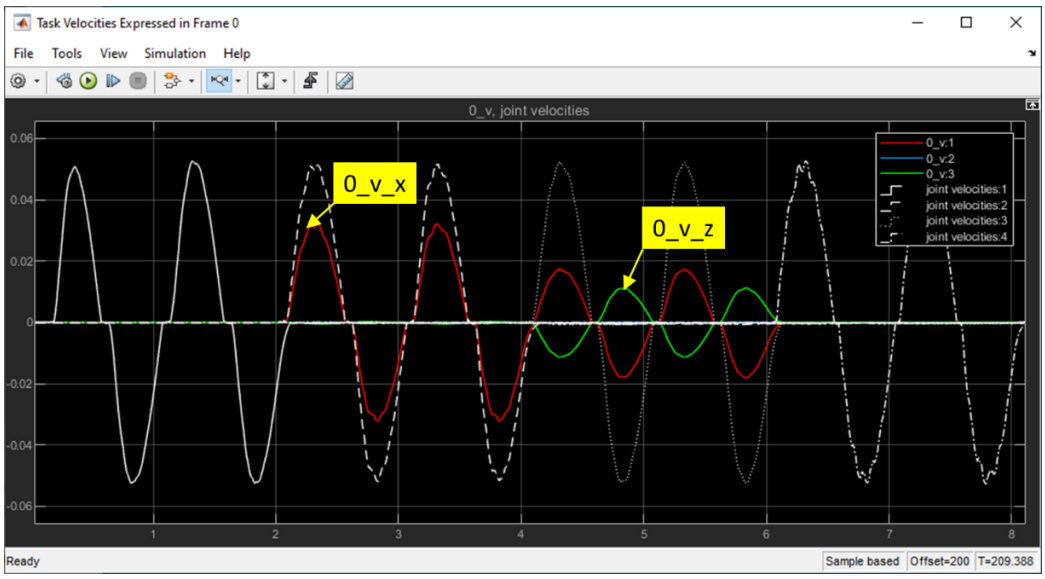

Figure 2 – Sample result for position A showing loss of velocity along the Y axis when expressed in frame 0
4. Open the scopes labelled Task Velocities Expressed in Frame 0 and Task Velocities Expressed in Frame 4. With the arm in position A, use the manual switch placed before the Disturbance subsystem to move the joints one by one. The scopes will display the applied velocity disturbances, as well as the X, Y, Z components of the end-effector's velocity when expressed in frames 0 and 4. Sample result shown in Figure 2 indicates that when all four of the joints have been actuated, the end-effector only moves along the X (red) and Z (green) axes when expressed in frame 0. In other words, movement along the Y axis is lost. Use Table 1 to record your results.